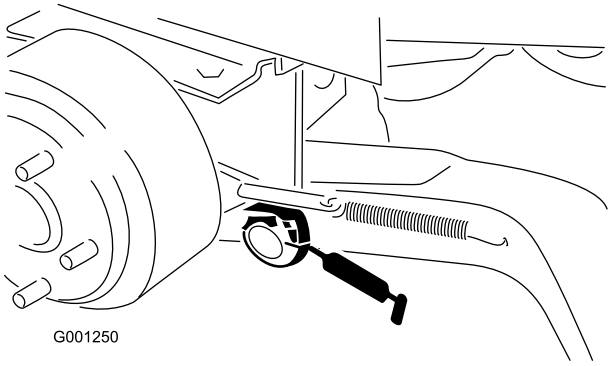

Figur 38
- Løftearmsdrejebøsninger (Figur 38)